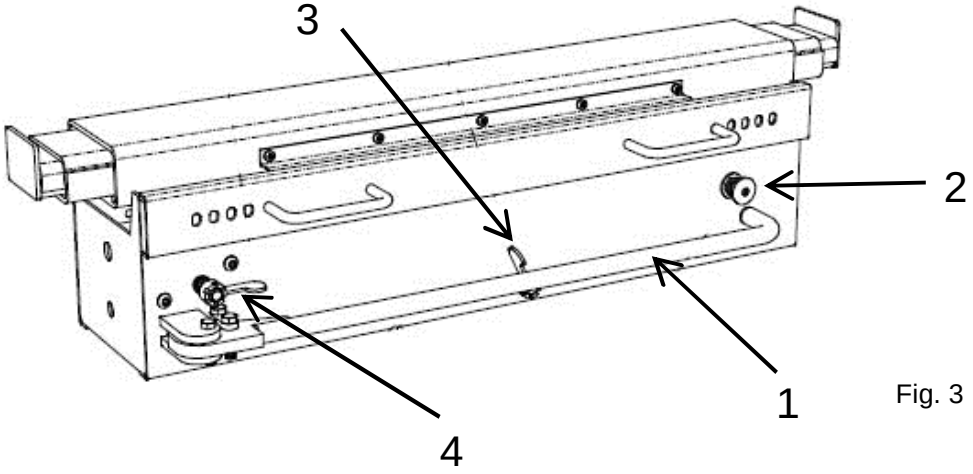

Fig. 3
B. Sluit het daalventiel (pos. 4, fig. 3) door de level met de klok mee te draaien.
C. Handbediende hefbrugkriks: Breng de heftafel met behulp van de pomphendel (pos. 1, fig. 3) in de gewenste positie.
D. Luchtbediende hefbrugkriks: Druk op de drukknop (pos. 2, fig. 3) welke zich aan de rechterkant van de hefbrugkrik bevindt totdat de gewenste hoogte is bereikt.
B. Ontgrendel de veiligheidsaanslag door de draaiknop (pos. 3, fig. 3) volledig met de klok mee met de rechterhand.
C. Wanneer gelijktijdig de daalventiel draaiknop (pos. 4, fig. 3) met de linkerhand een beetje tegen de klok in gedraaid wordt, zal de krik gaan dalen.